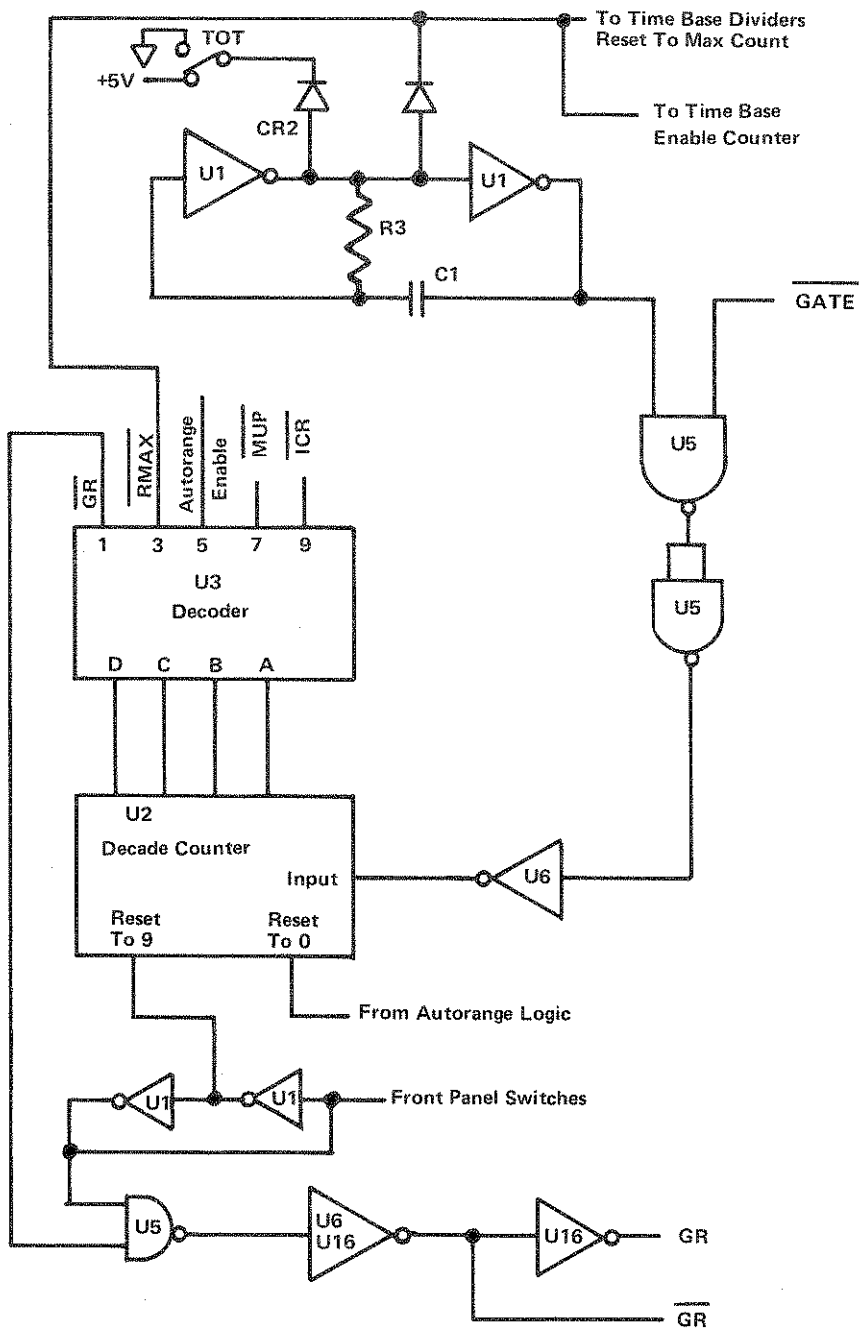

Figure 3-6. SEQUENCER
3-22. The sequencer consists of a relaxation oscillator (U1), a decade counter (U2), and a decoder (U3). Refer to figure 3-6. Two sections of U1 are used to form the relaxation oscillator. R3 and C1 determine the frequency, approximately 100 Hz. U2 counts the oscillator frequency and presents the count to U3 in BCD form. Outputs from U3 are used to command events in the 1900A sequence. In all cases the output of U3 goes low to select an event. Step 1 is general reset (GR). The output of U3 is applied to a two-input NAND gate, one section of U5. The other input to the NAND gate is from the front panel switches through U1. If either input goes low, GR is initiated. The output of U5 is inverted twice to obtain the required GR and $\overline{GR}$ signals.